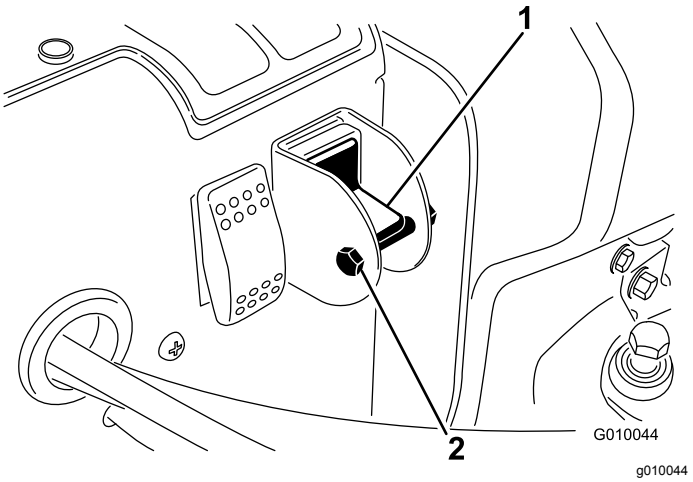

Figuur 23
4. Verwijder de borgbout en de moer van de keuzeschakelaar (Figuur 23).